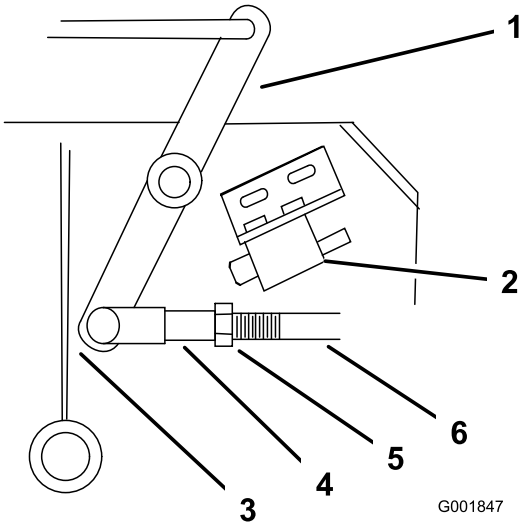

Figur 47
4. Tilpas længden af forbindelsen til der, hvor den nederste ende af vinkelarmen lige nøjagtig er fri af akselstøttens hjørnebeslag (Figur 47).
9. Stram møtrikkerne mod gaflen (Figur 47).